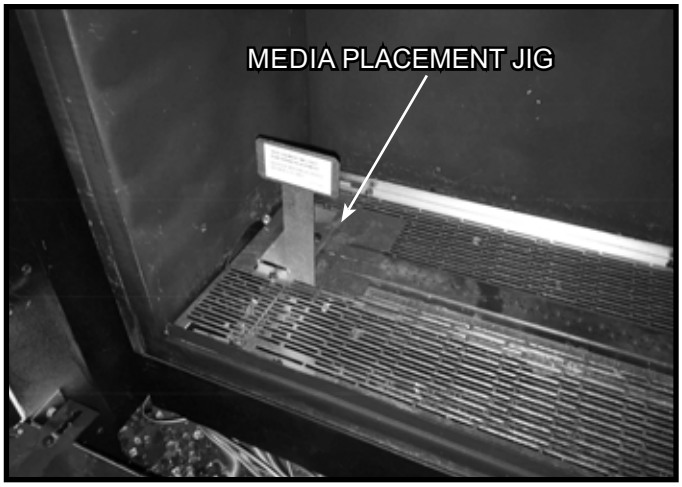

**Figure 1 Media Placement Jig Location**
2. The media placement jig, shown in Figure 1, MUST be used any time media are placed on the burner to ensure that there is no media in the burner lighting area. Verify that the media placement jig is correctly installed in place in the appliance. See Figure 1.